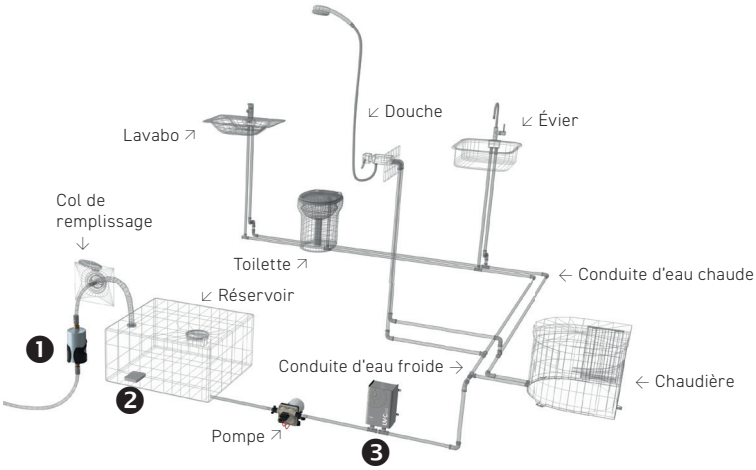

Figure 1 : Recommandation d'installation dans un système d'eau claire mobile
Comment exclure ces risques est illustré par la figure 1, un exemple pratique de la manière dont un système d'eau claire peut être exploité de manière hygiénique globale. Comme première étape, nous recommandons une préfiltration ❶ (ici: Filtre WM), ainsi qu'une conservation de l'eau (ici: Silvernet Flex) ❷. La conservation s'étend sur l'ensemble du système d'eau claire et réduit une recontamination ou contamination supplémentaire de l'eau pendant le stockage. Ensuite, l'eau passe par l'unité UV et est fraîchement désinfectée lors du prélèvement d'eau ❸. Un nettoyage/désinfection du système au moins annuel complète parfaitement l'exploitation hygiénique (voir aussi ***chapitre Nettoyage (p.88)***).